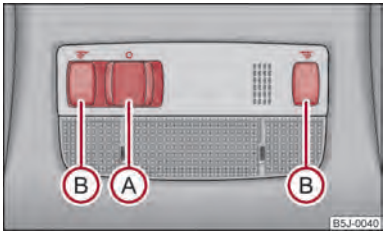

Fig. 27 Illuminazione abitacolo - Variante 1
– Premendo l'interruttore Ⓐ in direzione del centro della luce, viene visualizzato il simbolo ⇒ fig. 27.
– Premere uno degli interruttori Ⓑ ⇒ fig. 27 per accendere o spegnere la luce di lettura destra o sinistra.